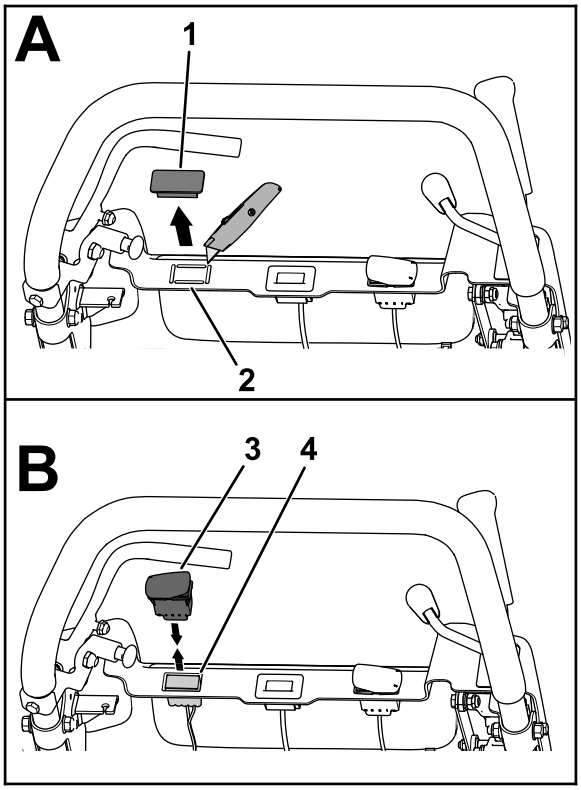

Figura 22
1. Rimuovete, se presente, il tappo dall’apertura sulla sinistra della plancia (Figura 22).
3. Tirate il connettore a 10 prese del cablaggio preassemblato della macchina verso l'alto, attraverso l'apertura nella plancia (Figura 22).
4. Collegate il connettore a 10 pin dell'interruttore a bilanciere a 2 posizioni nel connettore a 10 prese del cablaggio preassemblato per la macchina (Figura 22).